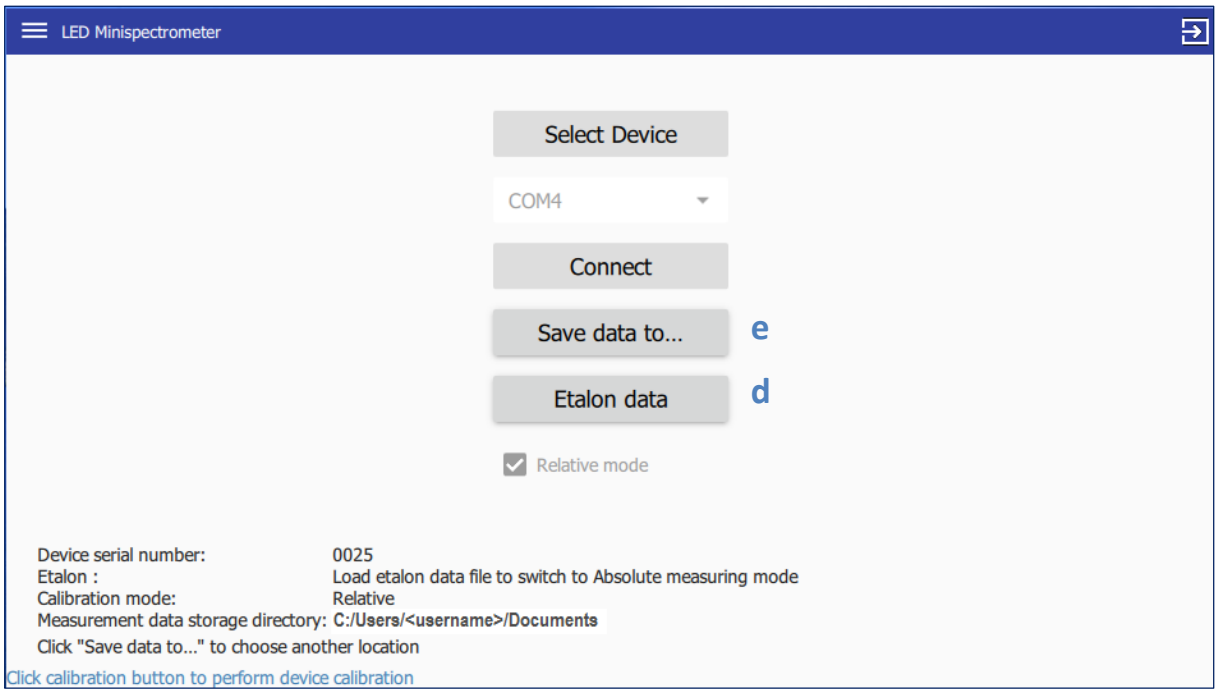

Рис.2. Выбор файла с данными эталонного спектра, директории для сохранения данных измерений.
3.4 При первом запуске программы появится кнопка “Etalon data” (рис.2, d). Нажав “Etalon data”, загрузите файл калибровочных данных эталонного образца “calibrator” (поставляется вместе с прибором на USB-флеш-накопителе). После загрузки этого файла при следующих запусках программы кнопка “Etalon data” не отображается.
3.5 Для выбора директории сохранения данных нажмите кнопку “Save data to…” (рис.2, e). Директорию можно менять в процессе работы с прибором.